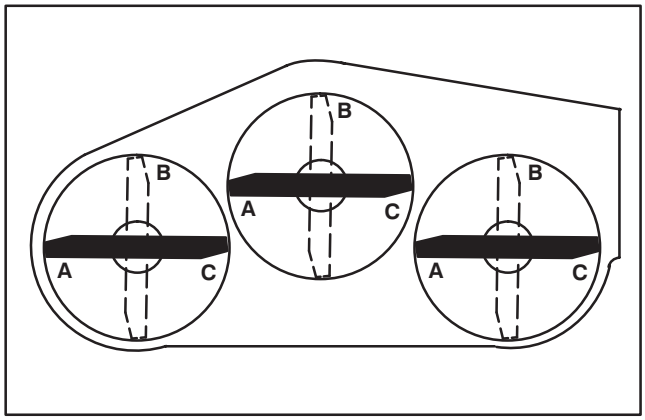
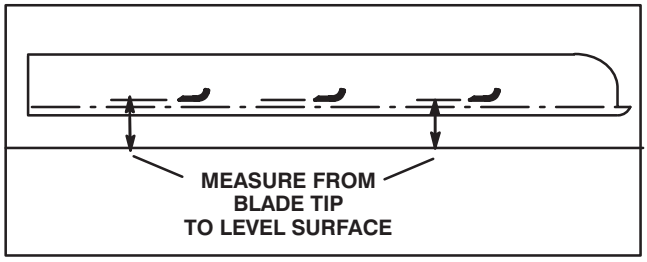

Figure 32
Figure 33
(Fig. 32—33)
5. Position all three blades in the “A” position (Fig. 32) and measure from level surface to the bottom of the tip end of each blade (Fig. 33).
6. Note measurement attained at “A”, rotate blades to “B” position (Fig. 32), measure distance of all blades to level surface and note dimensions (Fig. 33).
7. Rotate blades to “C” position, measure and note distance measured (Fig. 32, 33).